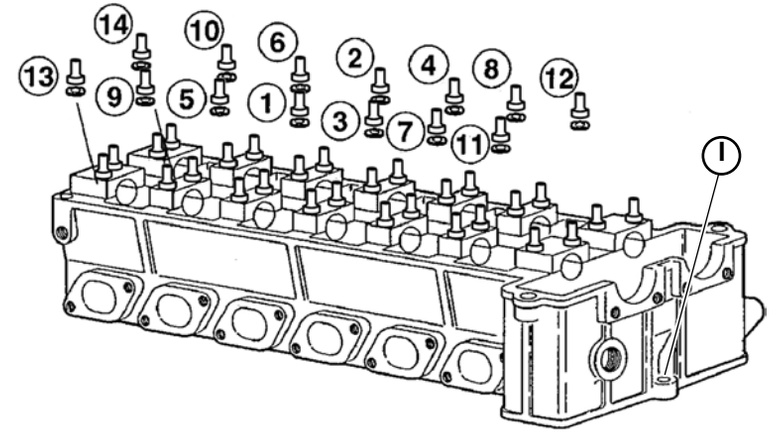

Fig.10
9. Unscrew the bolt (**I-Fig.10**).
10. Unscrew the mounting nuts and remove the head (**Fig.10**).